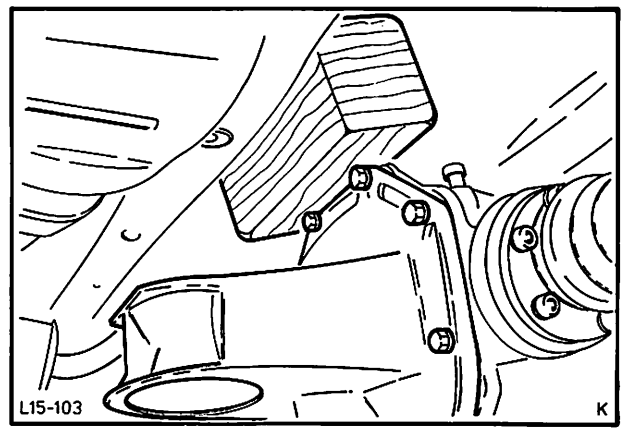

Abb. 161 Holzstück zwischen Hinterachse und Bodengruppe klemmen
4. Ein geeignetes Holzstück zwischen Bodengruppe und Hinterachse legen. Hinterachse so weit anheben, bis das Holzstück festliegt. Abb. 161.